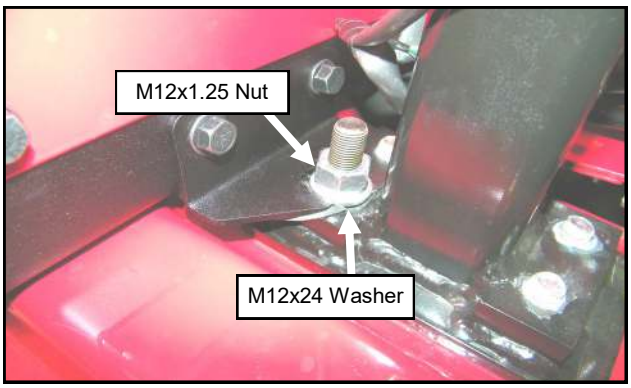

Fig. 4.3a (Attach Side Frame)
4.3 Set the left side frame in place and loosely secure the lower ROPS bracket to the extended ROPS bolt installed in step 1.11, followed by two screws and nuts under the floor board. See Figures 4.3a-c.